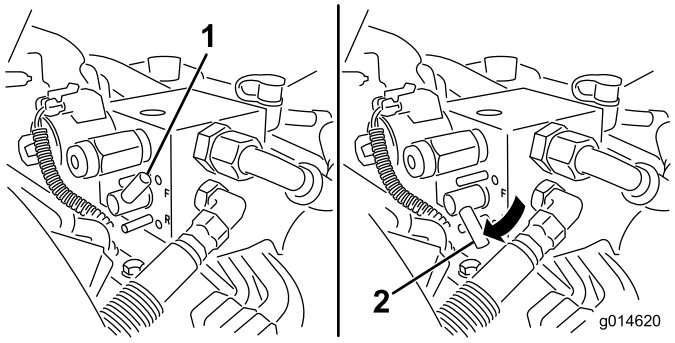

Figur 54
5. Vrid slipningsspaken till bakåtläget (R) (Figur 54).